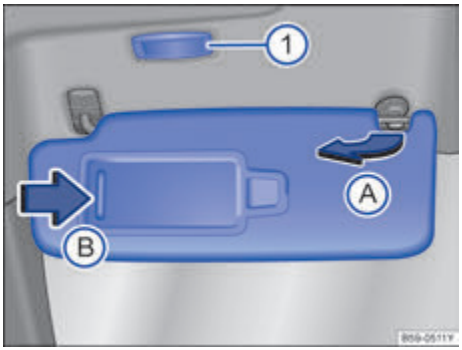

图 84 遮阳板。
– 用一只手按压旋转轴的一端，用另一只手的拇指按压卡扣的上端，并用其它的手指将遮阳板倾斜上抬，并缓缓取出，否则容易造成上方固定点的损坏 → 图 84Ⓐ。